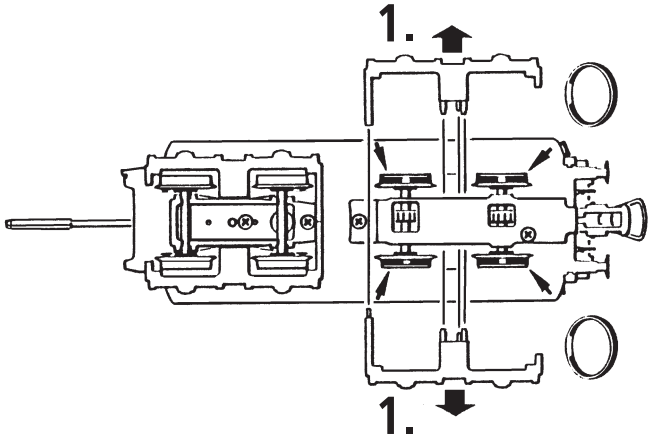

Fig. 11
Schleiferwechsel: siehe Fig. 11
A.C. pick up: see fig. 11
voir fig. 11